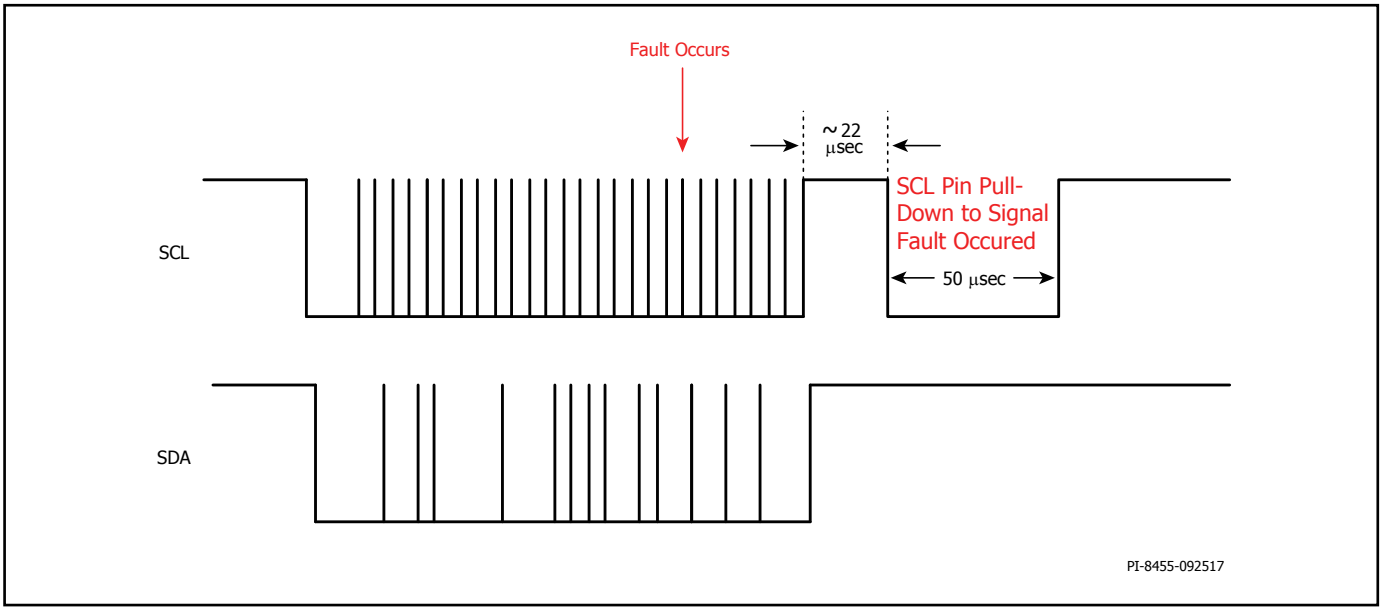

Figure 20. Interrupt Mask During Active I²C Transaction.
2. When the SCL pin is busy (active I²C transaction) (see Figure 20), the fault interrupt will wait for the I²C transaction to be completed, wait ~22 µsec and then pull down the SCL line for 50 µsec (minimum) then releases it back to HI State.